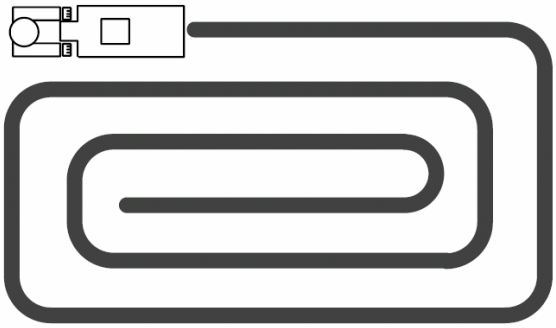

図１０
2. 広めの空間を清掃する場合は、図１０のような要領で作業を行います。